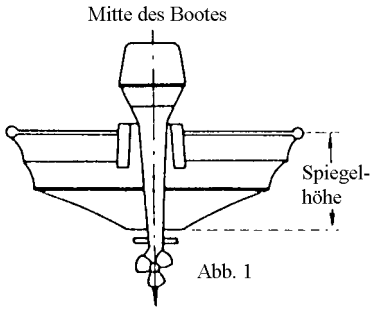
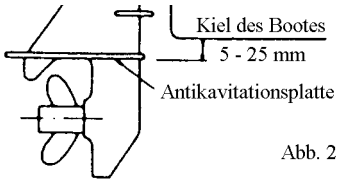

Abb. 1
Abb. 2
- Motor in die Spiegelmitte das Bootes setzen. (Abb. 1)
(2) Spiegelanpassung
- Achten Sie darauf, dass die Antikavitationsplatte des Außenborders bei Vollgasbetrieb unter der Wasseroberfläche liegt. (Abb. 2)